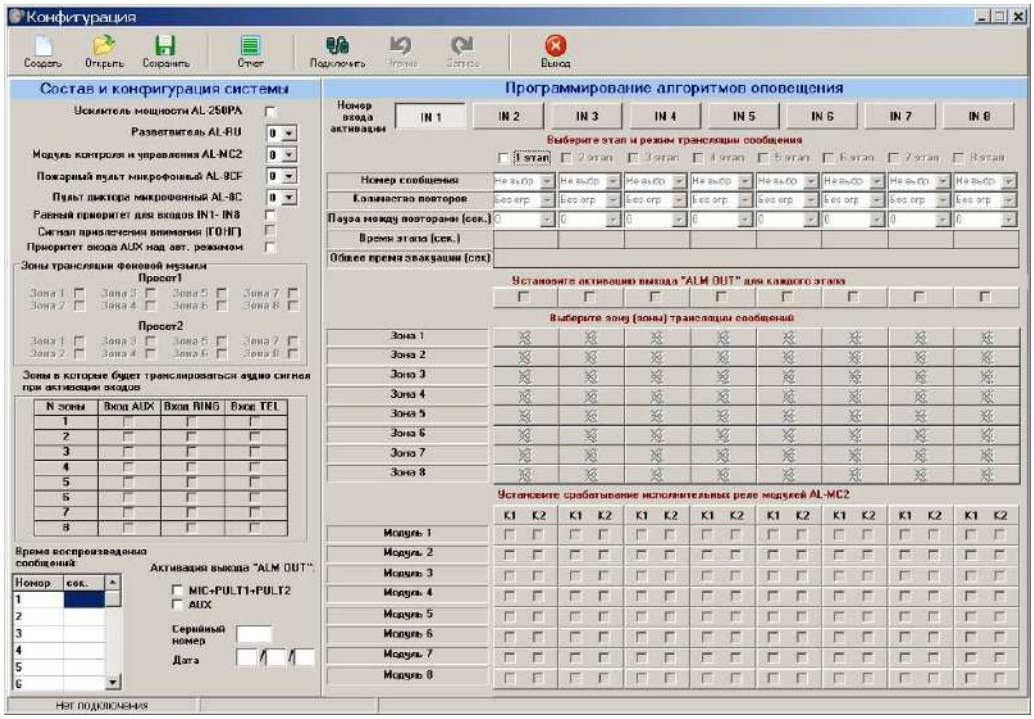

Рис.36
На Рис.36 показан внешний вид главного окна программы.
- Запустите программу «**Alpha2Config**». Для этого запустите файл «**Alpha2Config.exe**» из созданной вами папки (см.п.13.1.2). На экране компьютера появится главное окно программы Рис. 36.
- Появится новое окно – Главное окно проекта (Рис. 36).